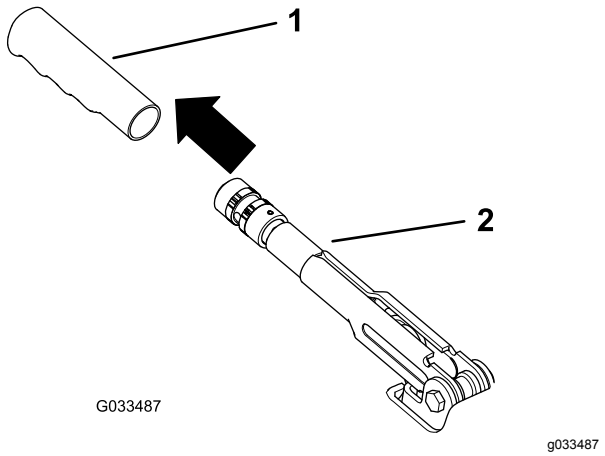

Figuur 63
1. Verwijder de rubberen handgreep van de parkeerremhendel (Figuur 63).